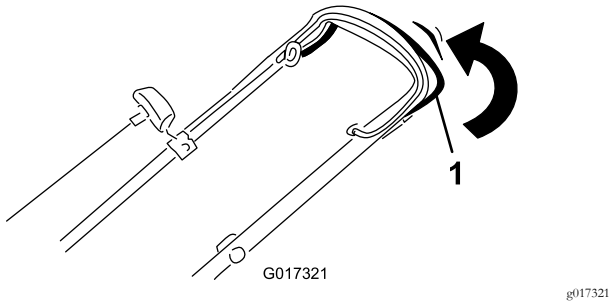

Рисунок 19
- **Для включения самоходного привода** прижмите штангу управления самоходным приводом к рукоятке и удерживайте ее в этом положении (Рисунок 19).